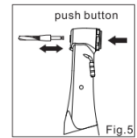

Fig.5
4) To remove the bur , depress the push button and remove the bur (Fig . 5).